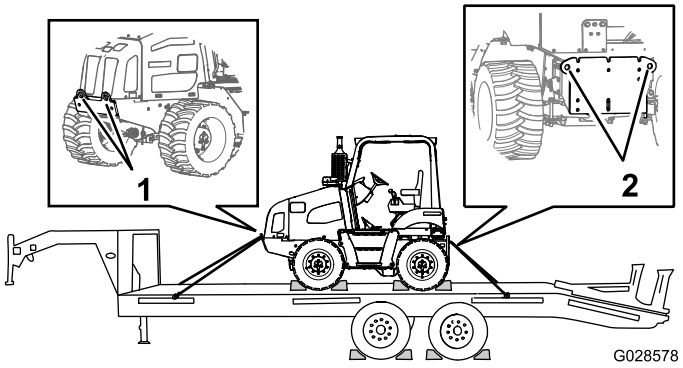

Rysunek 53
9. Przymocuj przód i tył maszyny do naczepy za pomocą łańcuchów i łączników (Rysunek 53).